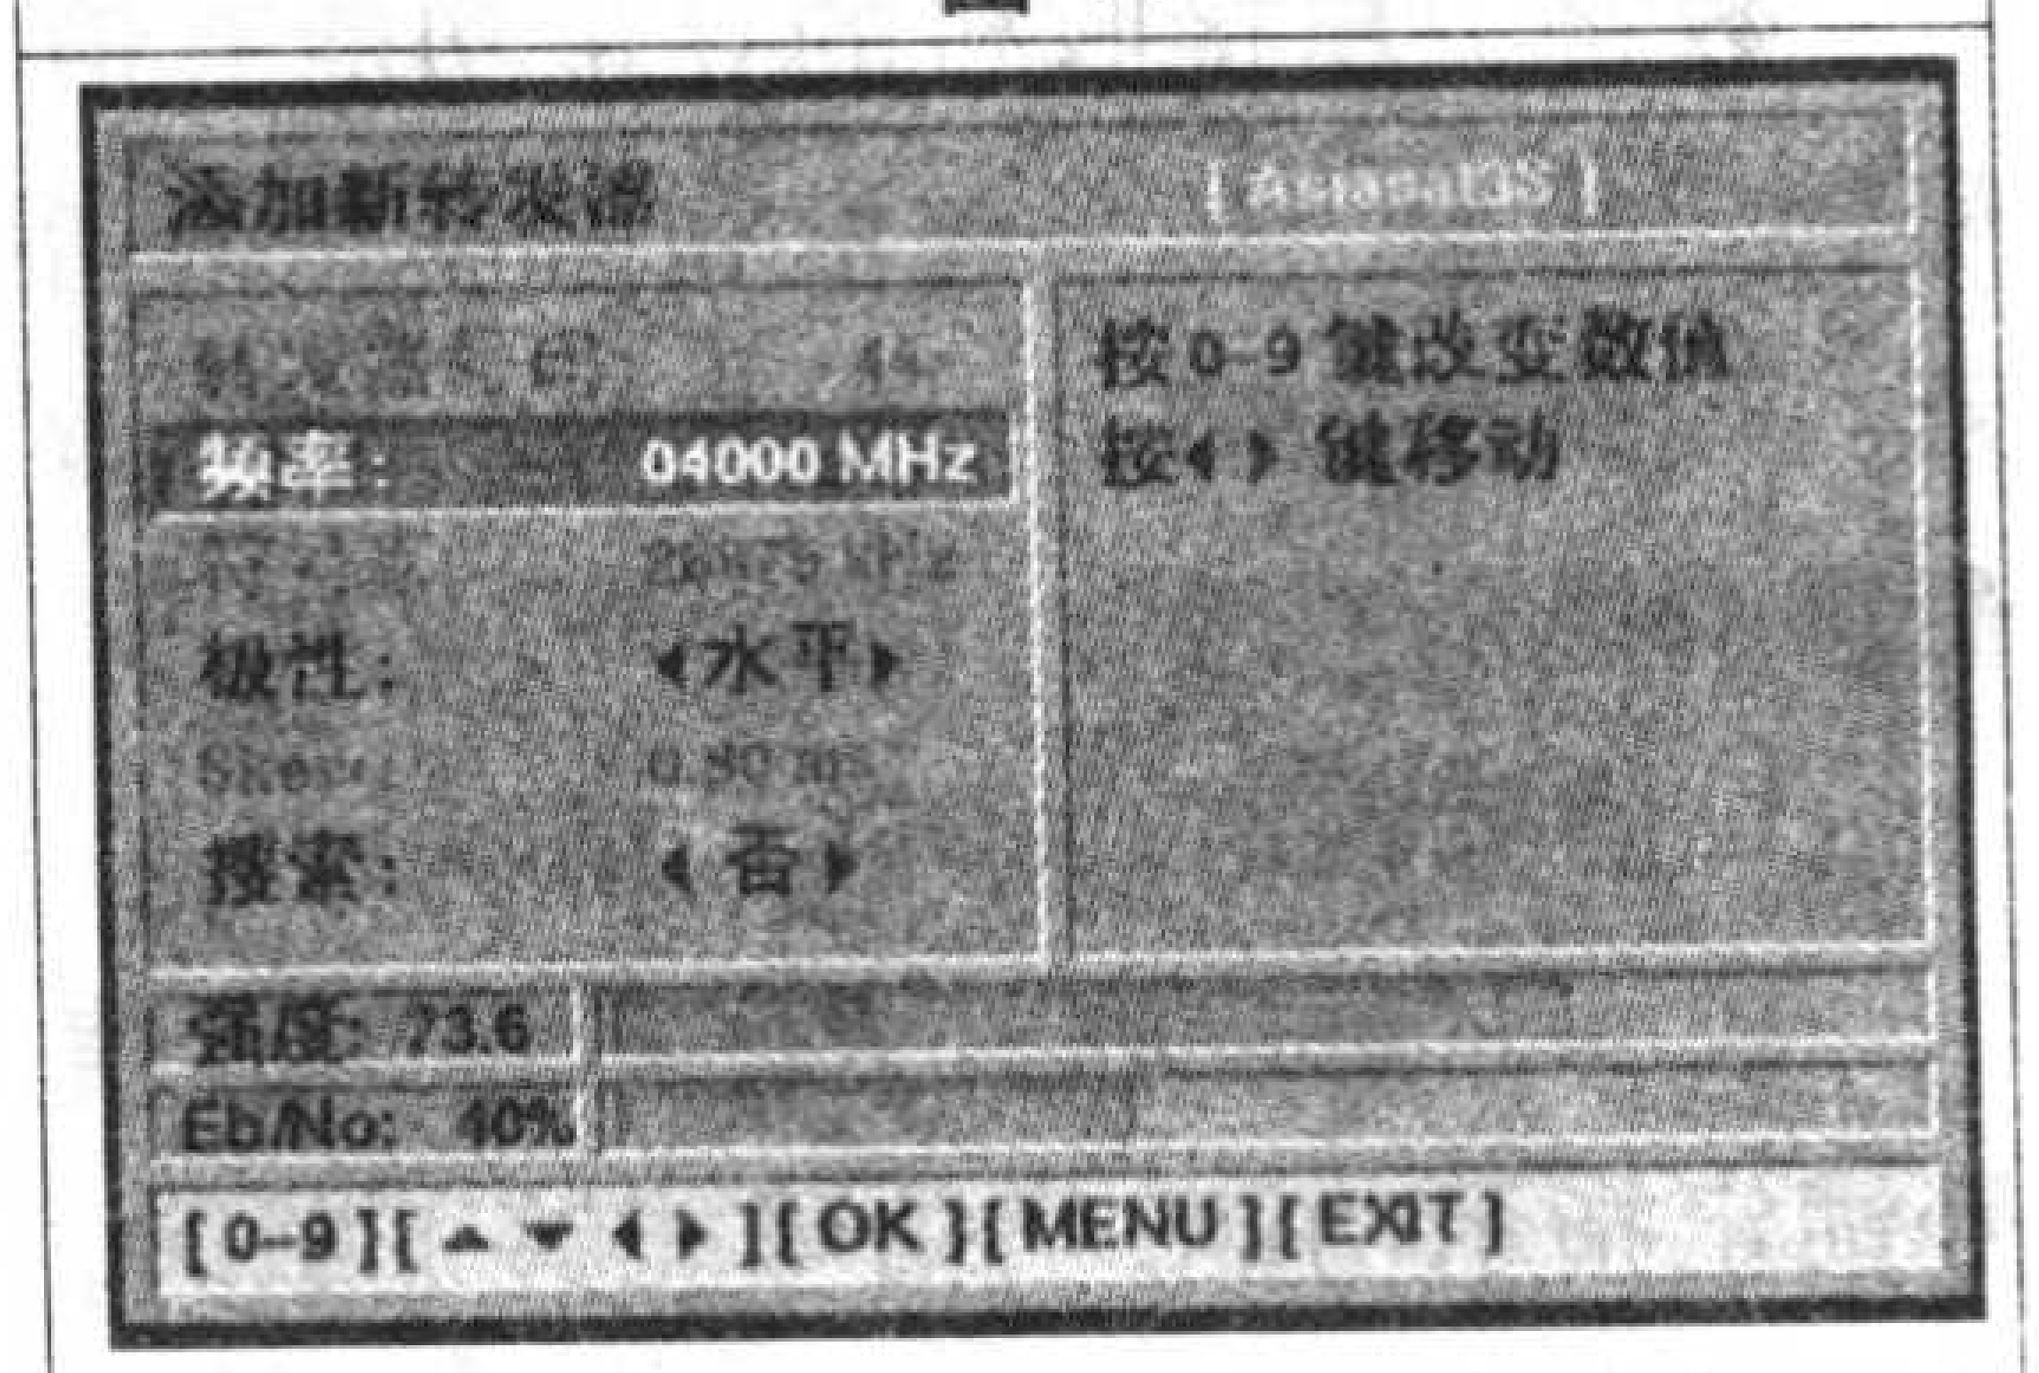

图45
3.进入【添加新转发器】界面（见图45），添加该星的一个转发器如凤凰一组的【频率】：4000，【极性】：水平。细调天线的三个参数，同时观察【强度】和【Eb/No】两个栏目，其中【强